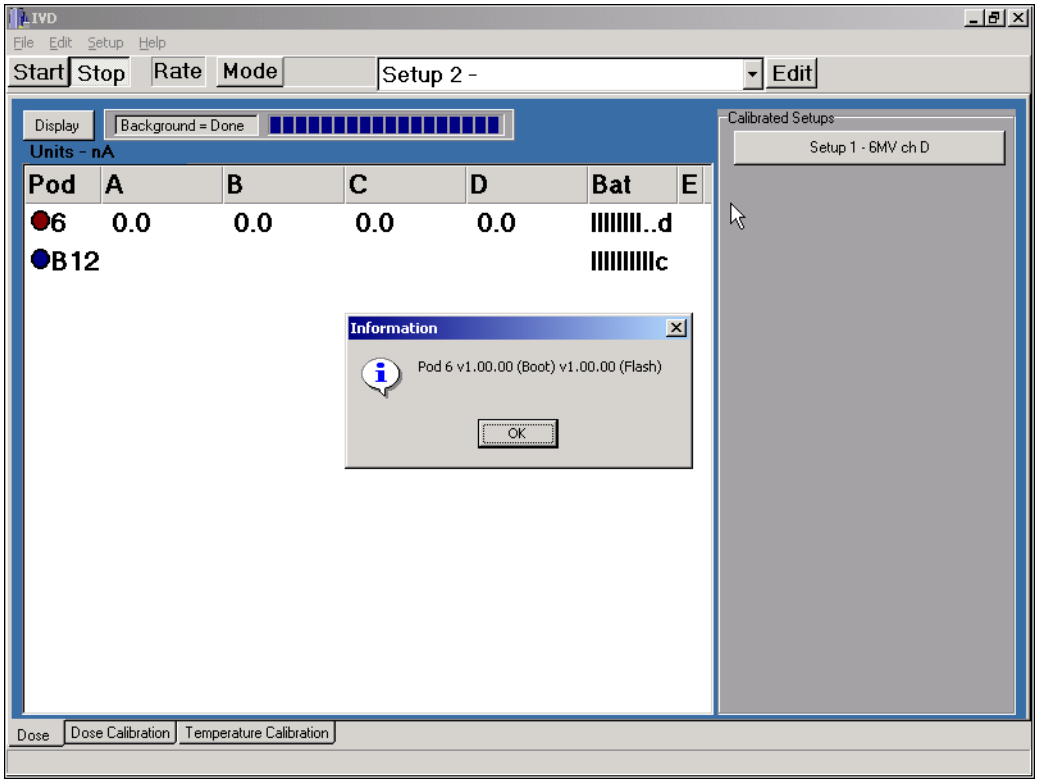

Figure 4-20. Firmware version display
4. A pop-up box will show the firmware version for the selected unit (Figure 4-20).